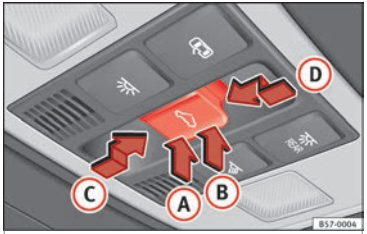

Fig. 134 On the interior roof lining: sunroof button.
The button ⌓ »» **Fig. 134** has two levels. The first level switches the sunroof to the tilted position, opening or closing it fully or partially.
- *Sunroof:* within approx. 5 seconds of having activated the anti-trap function, press the button ›› Fig. 134 to the second level in the direction of arrow ››› Fig. 134 Ⓓ until the sunroof closes completely.